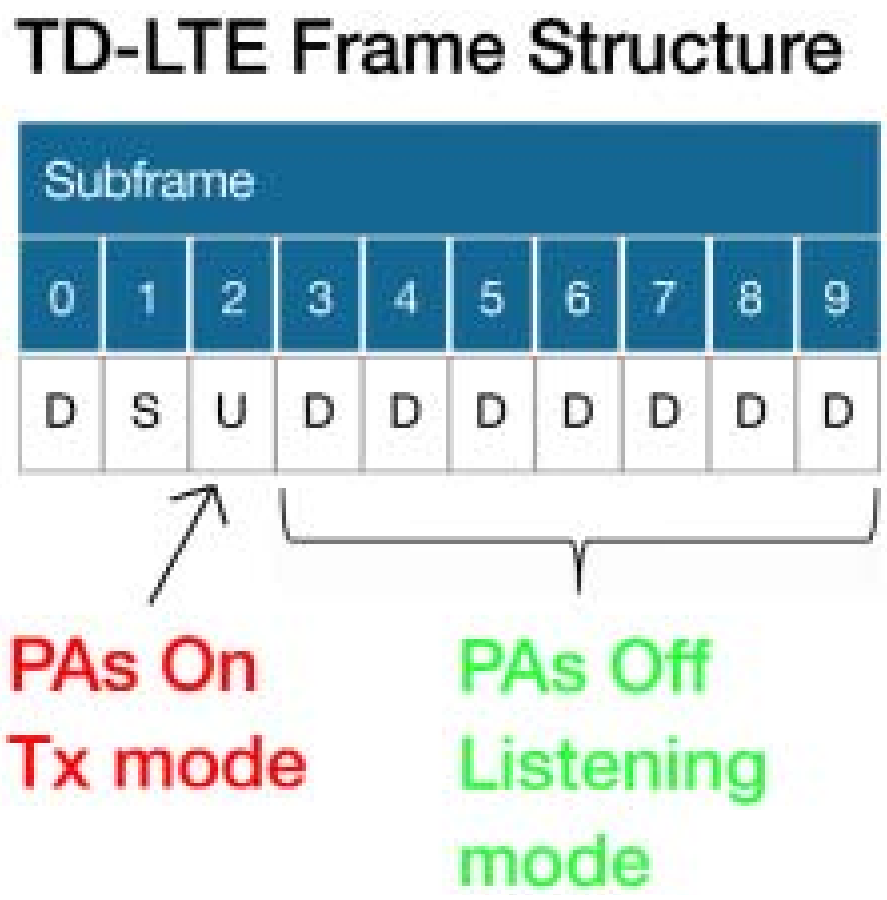

Figure 2: 4G data link transfers only require PA on during transmit period.
4G LTE gateways/cells using TD-LTE require the power amplifier (PA) to be operational only during the transmit mode. Typical PA efficiency, even at the highest, transmit power levels is below 40% due to linearity requirements. By employing dynamic, high-speed control, the PA power can be disabled during the listening mode (Figure 2), thus eliminating energy waste. The AS19xx devices can enable/disable each rail in 10uS – fast enough to permit this function without external control.